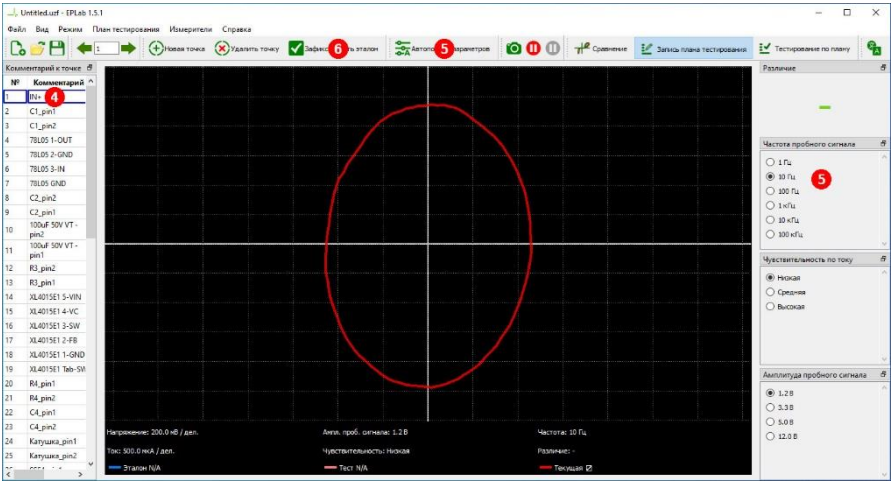

Рисунок 2.12 – Запись эталонных ВАХ.
Режим сравнения автоматически устанавливается после подключения прибора в EPLab, что отображается на панели выбора режима работы ПО в верхней правой части окна EPLab. При необходимости, режим сравнения может быть активирован в любой момент по нажатию кнопки **Сравнение** на вышеупомянутой панели. При измерении ВАХ необходимо подбирать измерительные параметры частоты/тока/напряжения, чтобы получить более наглядную картину совпадения или различия характеристик – это можно выполнить как вручную, так и за счёт функции автоподбора. Цель и процесс изменения измерительных параметров в EPLab подробнее описаны в п. *2.3.5 «Запись эталонных измерений» (с. 28)* после рис. 2.12.
В списке точек выберите точку с номером 1 (рис. 2.12, ❹). На изображении платы выбранная точка будет выделена более крупным размером отметки.
Задать настройки измерения (рис. 2.12, ❺) можно как ручным выбором параметров на панели справа, так и вызовом функции **Автоподбор параметров** по нажатию кнопки на верхней панели или сочетания Alt+A. Обратите внимание, что на момент запуска автоподбора, красный щуп должен касаться требуемого контакта.
Для фиксации измерения (рис. 2.12, ❻) можно выполнить любое из следующих действий: нажать горячую клавишу пробел, кнопку **Зафиксировать** в главном окне, кнопку на щупе (только на ряде приборов с поддержкой функции) или педаль (при наличии). Зафиксированная эталонная сигнатура отображается синим цветом в течение 1 секунды для зрительной оценки пользователем. После фиксации сигнатуры происходит автоматический переход к следующей точке плана тестирования. Если ВАХ оказалась неправильно зафиксирована (например, соскользнул щуп), можно вернуться к данной точке (выбрав в списке или использовав клавиши стрелок на клавиатуре) и перезаписать измерение.